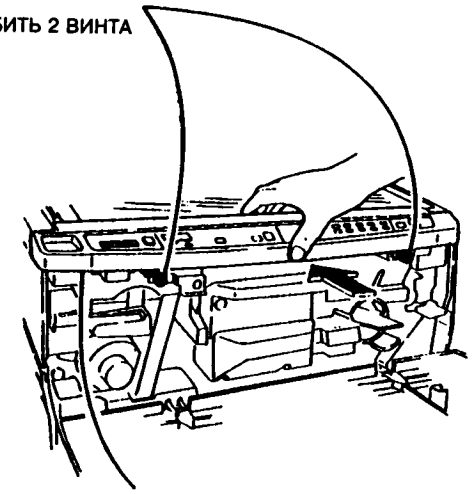

Рис.1 Снятие узла панели управления
2. Снять узел панели управления (рис.1).